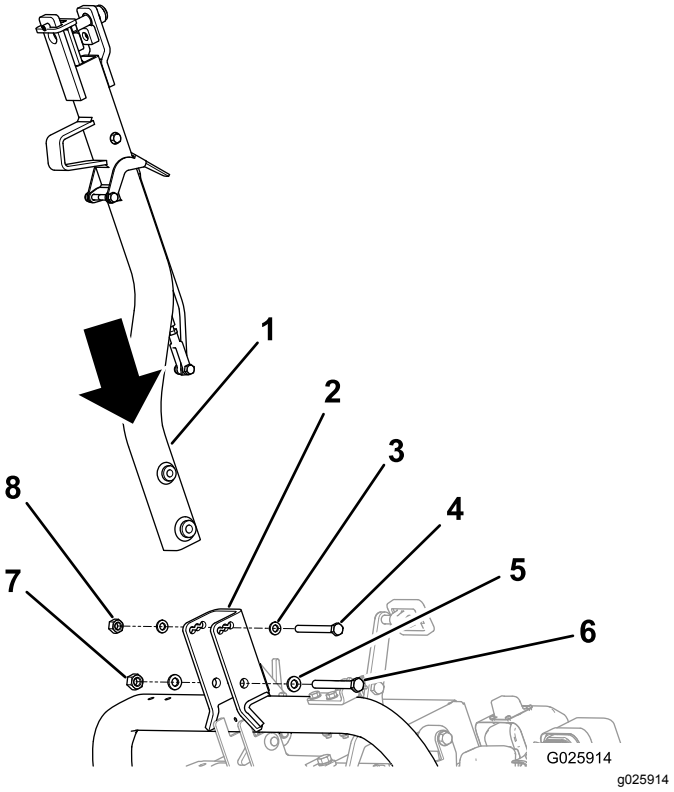

Figure 5
2. Fixez l'attelage au support de pivotement avec les fixations correctes ; voir Figure 5.